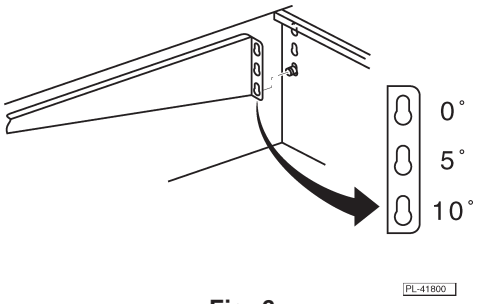

Fig. 6
1. Adjust the back wall support to the 0, 5 or 10 degree position (Fig. 6).
2. Adjust the side wall support to the same 0, 5 or 10 degree position on LEFT side of the unit (Fig. 6).
3. Adjust the side wall support to the same 0, 5 or 10 degree position on RIGHT side of the unit (Fig. 6).